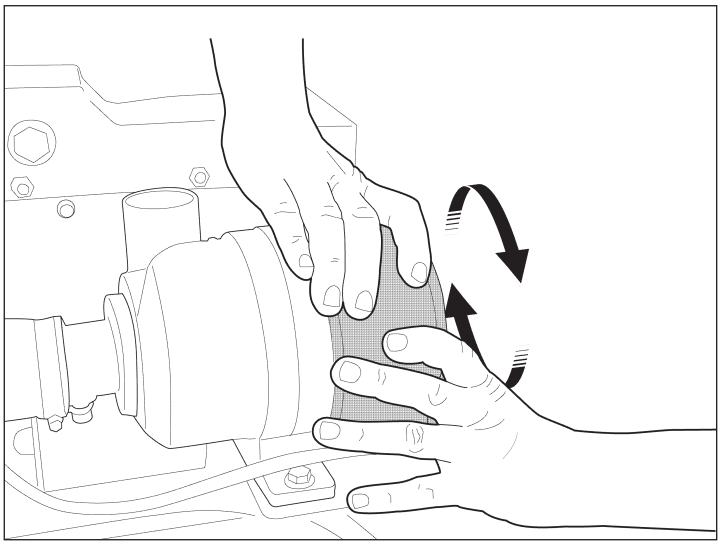

Fig. MW5: Removing the air filter cover
- ➡ Use bith hands to turn the air filter cover to the left to remove it *(Fig. MW5)*.